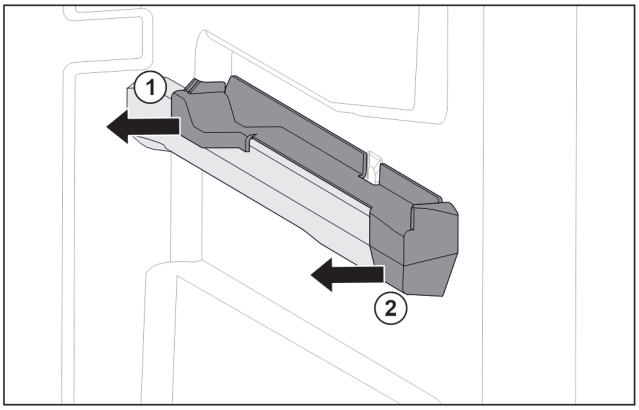

*Fig. 131 Nasazovací díl na pravém žebrování na nádoby*
- ▶ Stáhněte nasazovací díl vzadu na stranu. *Fig. 131 (1)*
- ▶ Stáhněte nasazovací díl vpředu na stranu. *Fig. 131 (2)*